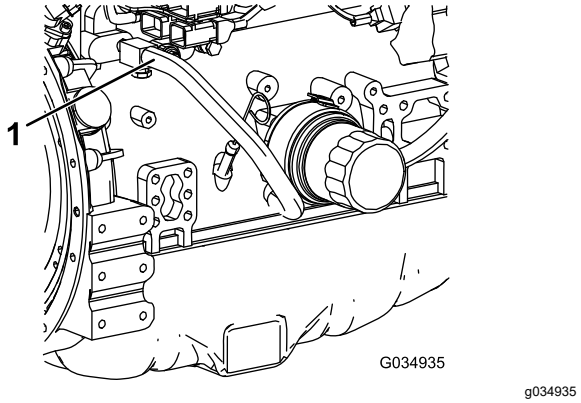

Figur 125
7. Ta bort kylvätskeslangen från motoroljekylaren (Figur 125).